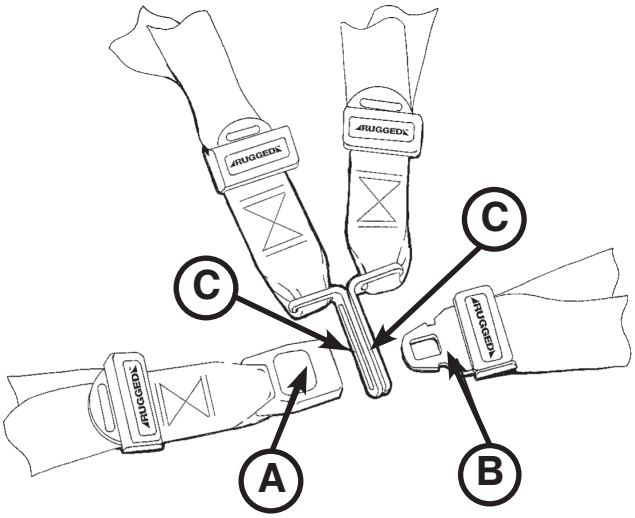

Figura 46
- **Per aprire la cinghia di contenimento**, premere il pulsante di sgancio rosso (A) situato sulla fibbia di chiusura. In questo modo si sgancia la piastrina di chiusura della fibbia (B) che può quindi essere estratta dal rispettivo attacco (Figura 46).